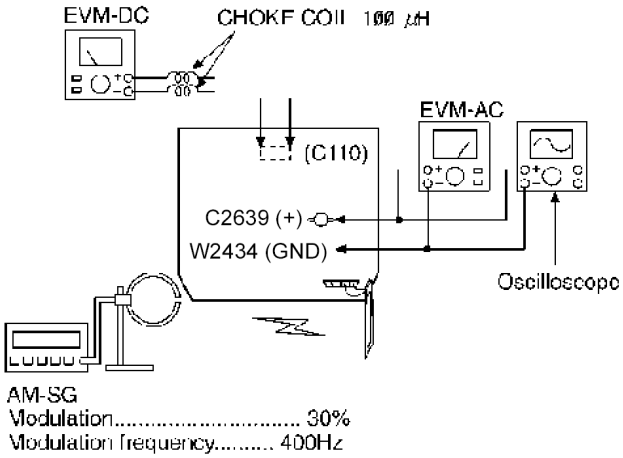

Fig. 7
1. Connect the instrument as shown in Fig. 7.